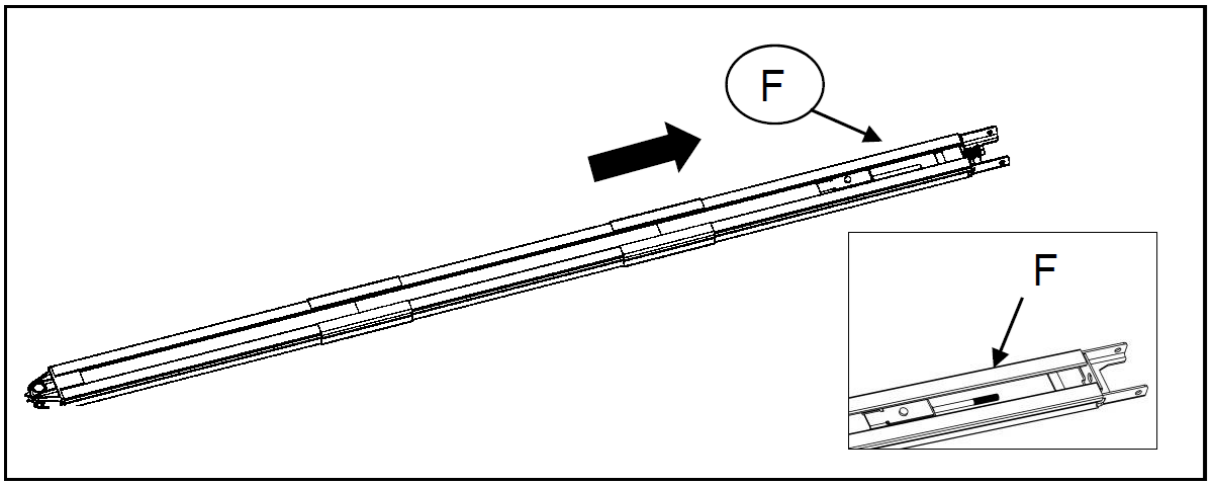

Rysunek 8
2. Odetnij plastikową nitkę i przeciągnij pręt śrubowy wzdłuż wewnętrznego łańcucha do pozycji końcowej szyny (rys. 8).